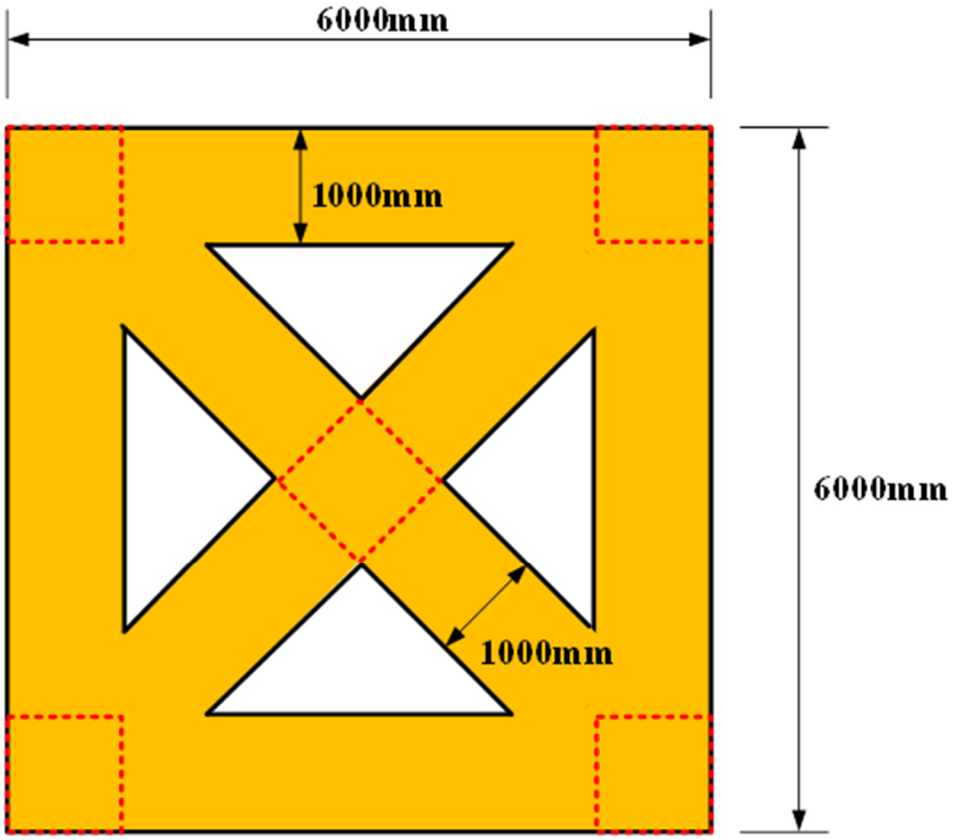

图1 比赛场地轮廓尺寸
3.1 机器马术赛竞速赛和障碍赛在一个比赛场地上进行，如图1所示。两个赛项场地上的标识和比赛有所不同。场地长6000mm、宽6000mm，四周赛道的宽度为1000mm，中间交叉赛道的宽度为1000mm。标识线宽度为30mm。上述场地尺寸均指向标识线的中心线。赛道颜色为深黄色，标识线为黑色。场上还有5个1000mm×1000mm的红色虚线框。